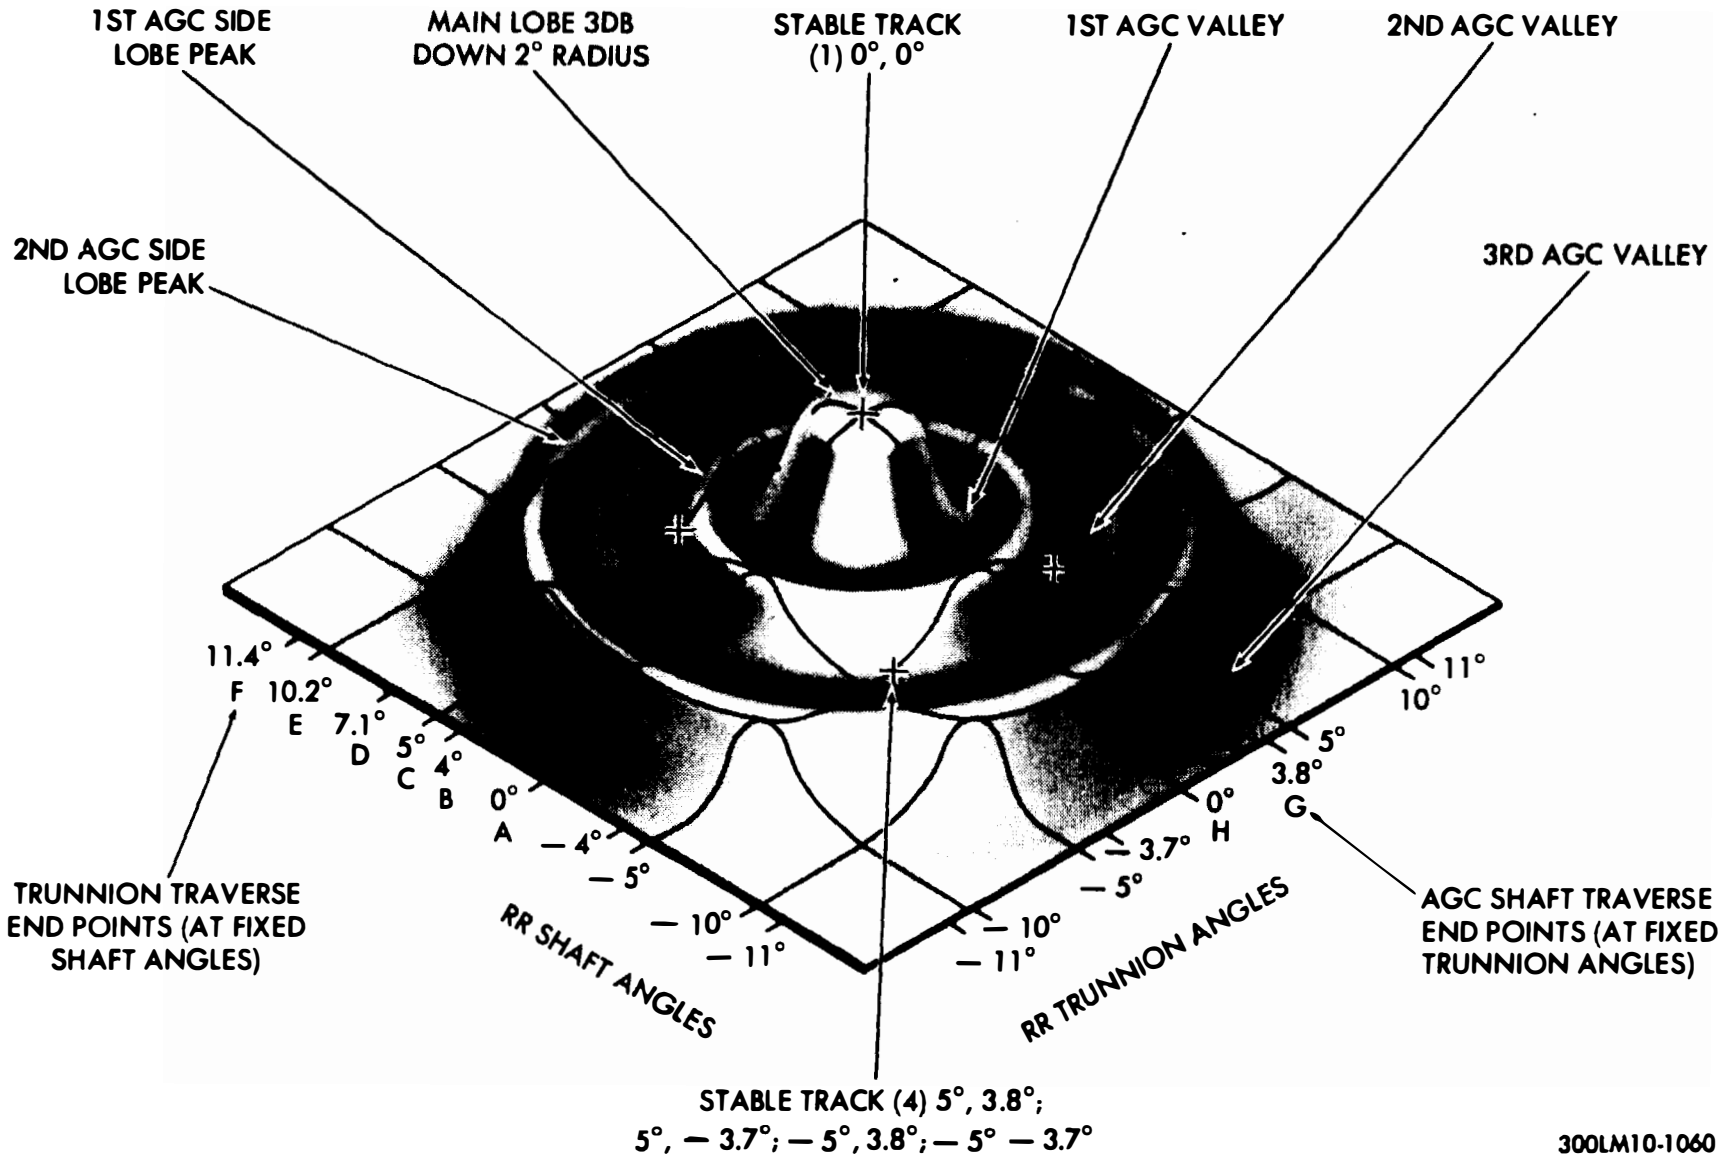

Figure 4-19. Test Data, AGC Signal Surface at Close Range (< 4 nm)
5. Acquire main lobe from side lobe: If shaft & trunnion angles on FDAI are not at null:	Figure 4-19 shows projected view of shaft and trunnion angles vs. AGC angles for RR main and side lobes.